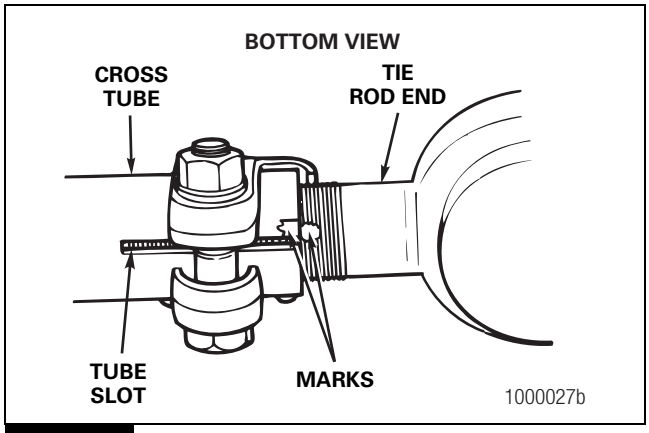

Figure 4.12
A. Mark the position of each tie rod end in the cross tube. Count and record the number of threads that appear outside of the cross tube. Figure 4.12.